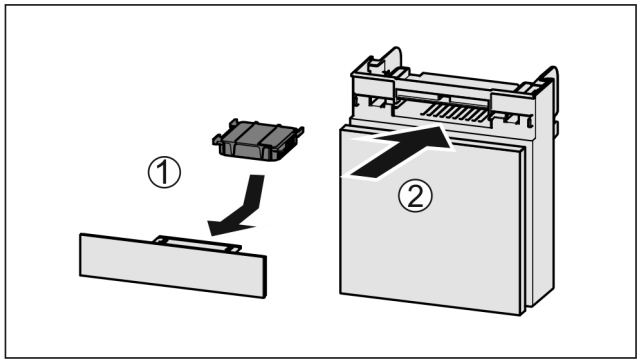

*Fig. 226*
▶ Introduceți *Fig. 226 (1)* filtrul de cărbune activ după cum se vede în figură.
▶ Împingeți *Fig. 226 (2)* compartimentul în interior.